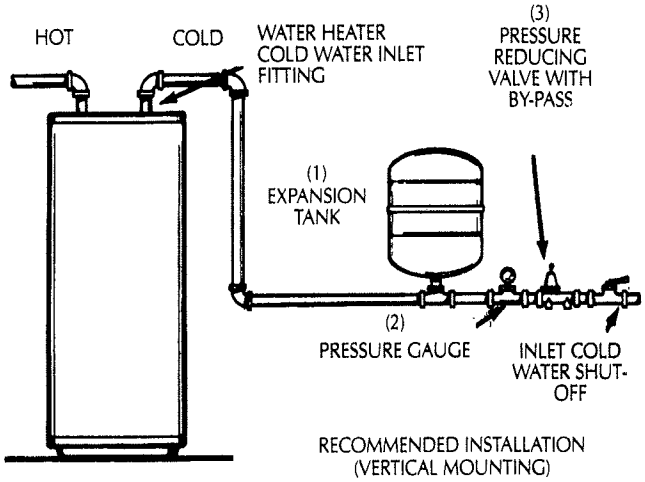
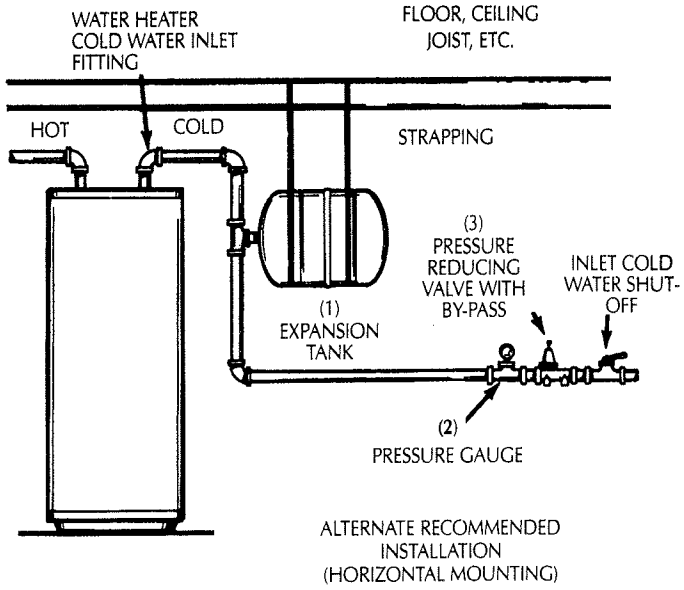

Figure 1
Figure 2
2. The items which must be installed in sequence in the cold water line are (1) the EXPANSION TANK must be installed at least 18 inches away from the cold water inlet fitting on the water heater, (2) the PRESSURE GAUGE, and (3) the PRESSURE REDUCING VALVE, if required. See Figure 1.
3. The expansion tank is designed to be supported by the system piping in the vertical position. If however, the expansion tank must be installed horizontally as shown in Figure 2, it must be supported by adequate strapping (not supplied).
Figures 1 and 2 on page 5 show the correct valves and fittings that you will need to install your expansion tank. A threaded (¾") water connection is supplied on the tank bottom.
2. The expansion tank is designed to be supported by the system piping in the vertical position ( See Figure 1). If however, the expansion tank must be installed horizontally as shown in Figure 2, it must be supported by adequate strapping (not supplied).
3. Install expansion tank, pressure gauge and pressure reducing valve, if required, as shown in Figure 1 or 2.